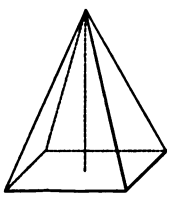

FIG. 54.
93. A **pyramid** (Fig. 54) is a solid whose base is a polygon and whose sides are triangles uniting at a common point, called the **vertex.**